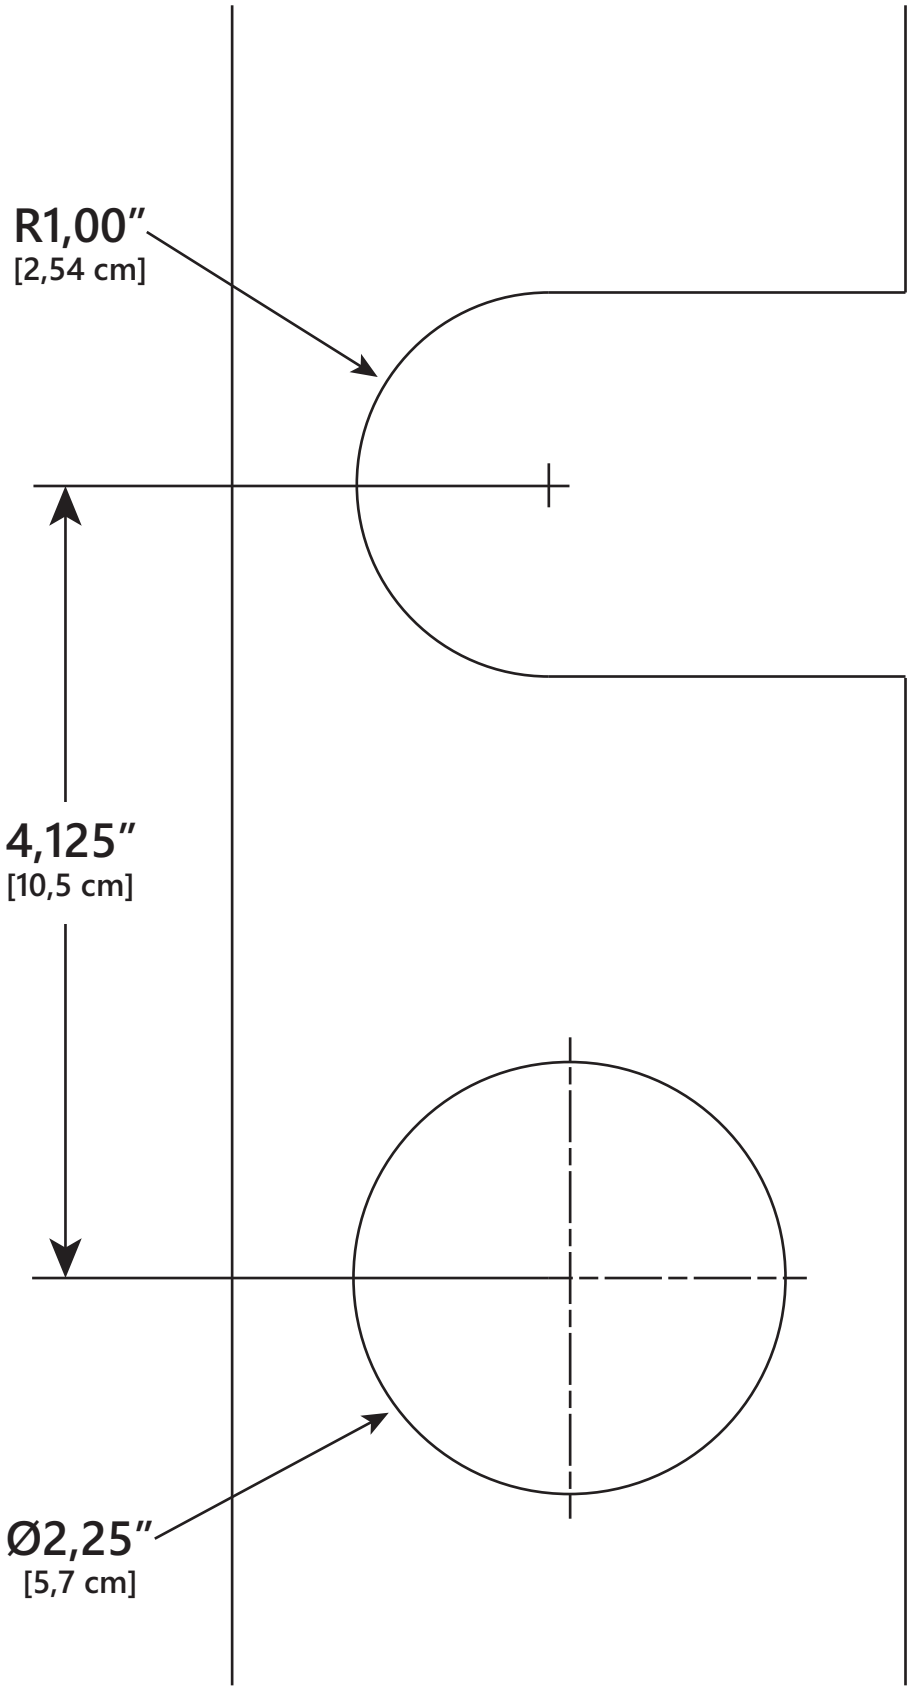

Figura 4. Plantilla de perforación para el SumpJet
9. Si se desea una cubierta para el sumidero, utilice pernos en U para sujetar el SumpJet a la cubierta del sumidero. Consulte Figura 4 para determinar la posición correcta de los orificios necesarios en la cubierta del sumidero.